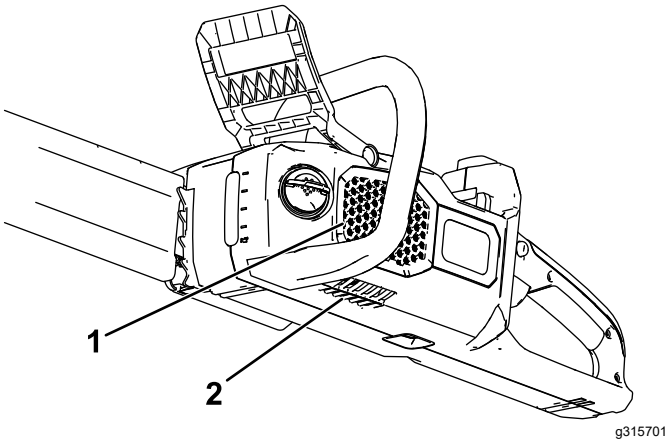

Rysunek 6
1. Upewnij się, że otwory wentylacyjne piły łańcuchowej są wolne od pyłu i zanieczyszczeń (Rysunek 6).